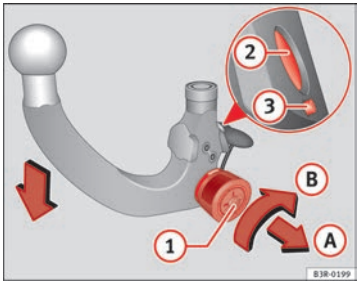

Abb. 158 Abnehmbare Anhängevorrichtung: Kugelstange vorspannen
– Stecken Sie den Schlüssel (1) ⇒ Abb. 158 in das Schloss am Handrad und drehen sie ihn in Richtung der roten Markierung.
– Ziehen Sie das Handrad in Pfeilrichtung (A) heraus und drehen Sie es anschließend in gezogener Position in Pfeilrichtung (B) bis der Verriegelungsbolzen (2) einrastet und der Auslösebolzen (3) sichtbar ausfährt ⇒ ⚠.